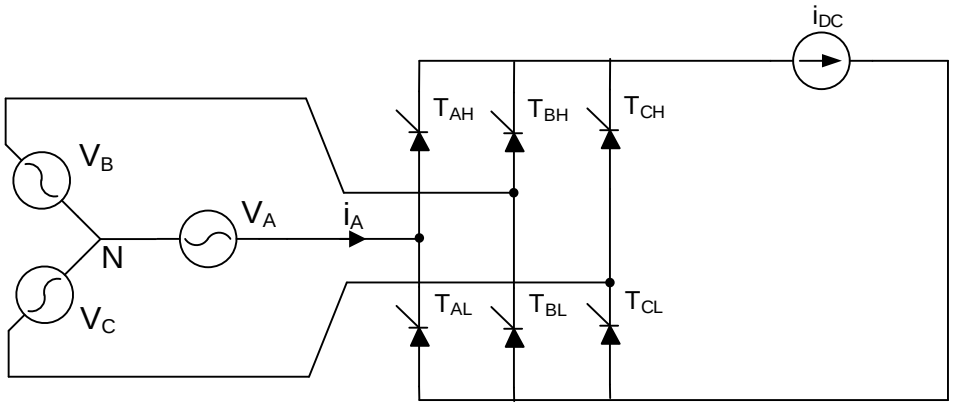

Figure 2.3
c) En considérant la source de courant représentée sur la figure 2.3, décrivez ce qui se passe au niveau de la puissance délivrée par la source triphasée si l'angle d'amorçage du pont excède 90 degrés? *(5 pts)*